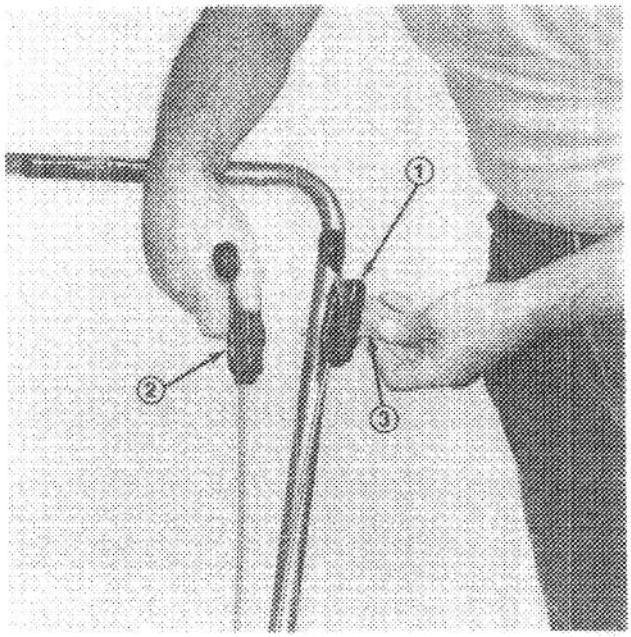

Figure 3
2. Mount traction control against outside of upper handle, throttle control against inside. Insert capscrew through controls and handle from outside toward the inside of the handle and install and tighten the locknut to secure the controls (Fig. 3). Do not over tighten because controls or handle could be damaged. Assure throttle and traction control cables are routed along front of the upper and lower handle.